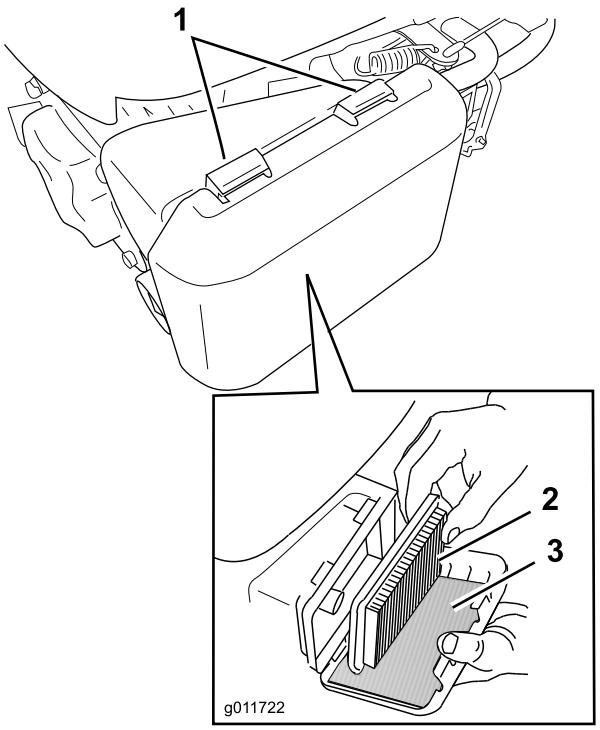

Figur 20
1. Trykk ned låsetappene oppå luftrenserdekselet (Figur 20).
3. Fjern papirluftfilteret og skumforfilteret (Figur 20).